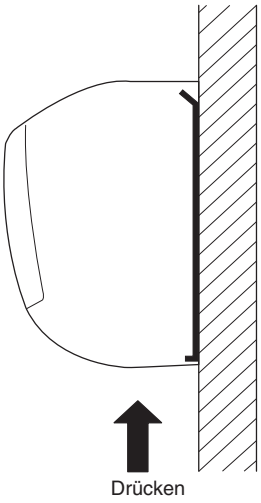

Abb. 3-33
(3) Die zwei △-Kennzeichnungen am unteren Teil der Inneneinheit drücken und die Ansätze ausrasten lassen. Dann die Inneneinheit hochheben und abnehmen. (Abb. 3-33)